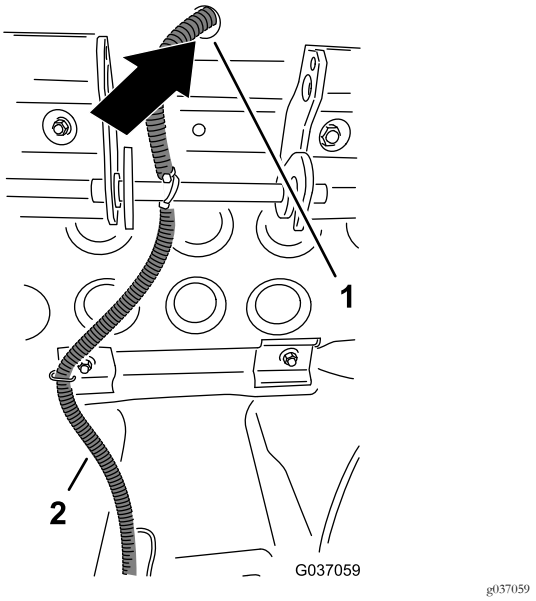

Figur 23
6. Dra reläkablagets kontakt med två uttag (vita och svarta kablar) genom hålet i plattformen bakom sätet (Figur 23).
2. Dra kontakten med två uttag (svarta och röda kablar) för satskablaget på 350 cm under plattformen längs reläkablaget och genom hålet i plattformen bakom sätet. Se Figur 23 i Ansluta reläet och kablaget (modell 02750) (sida 9).